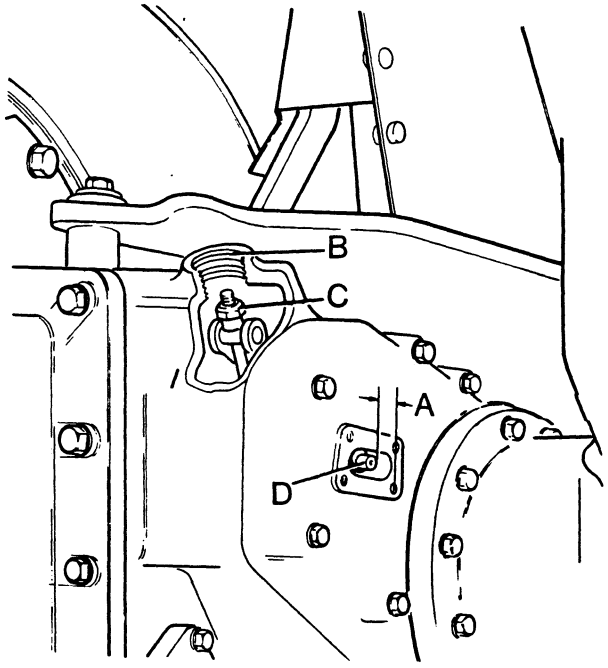

FIGURE 133. DISC ADJUSTMENT
2. Clean around the access plugs for the brake adjusters then remove the plugs. See Figure 133.
3. Clean around the clevis pin covers then remove the covers. See Figure 133.
4. Make a line between the centres of the two front setscrew holes. See A Figure 133.
NOTE: The measurement at A Figure 133 will not be 25 mm if:
5. Turn the adjuster nut, C Figure 133, counter-clockwise three full turns.
Do this until the measurement at A Figure 133 is 25 mm. Tighten the lock nuts when the measurement is correct. Do not use these nuts for future adjustment for disc wear.
12. Adjust the adjuster nut C Figure 133 until the complete movement of the pedal is 32 to 38 mm. This movement is from the brake fully released to the brake fully engaged.
NOTE: When the setting is correct at A Figure 133, normal brake adjustment must only be done by using nut C Figure 133. The nut must be adjusted until the pedal movement is correct.